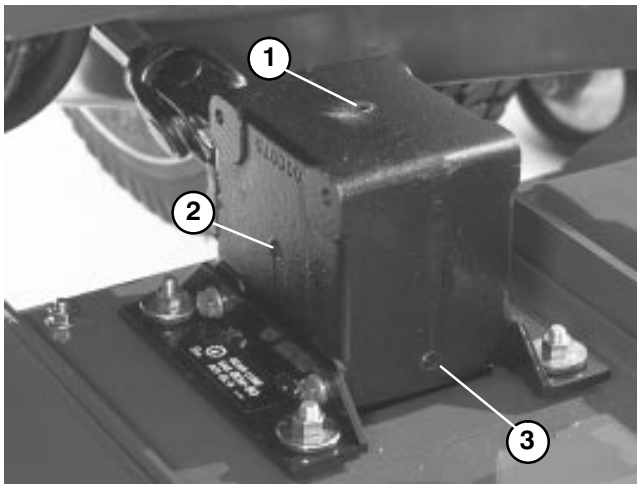

Figure 19
2. Lower cutting unit so castor wheels are on a level surface. Be sure all height−of−cut pins are in the same hole locations. Remove check plug (Fig. 19) from side of gear box and check level of lubricant. If level of lubricant is low, remove fill plug on top of gear box and add SAE 80−90 wt. gear lube until level is up to bottom of check hole.